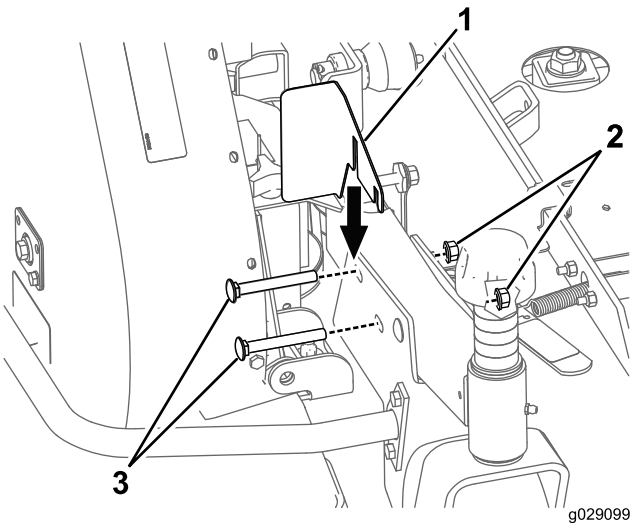

Bild 26
2. Befestigen Sie die Riemenscheibenschutzvorrichtung an der Maschine (Bild 26).